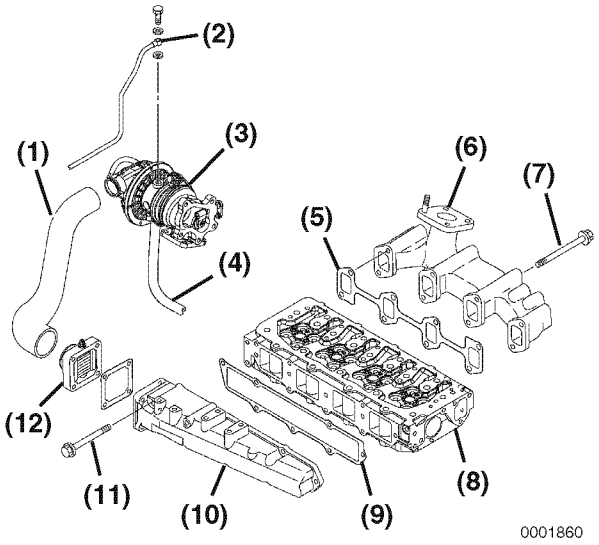

Figure 6-41
5. Remove the turbocharger-to-intake manifold hose **(Figure 6-41, (1))** (if equipped).
6. Disconnect the electrical wire from the intake air heater **(Figure 6-41, (12))**.
7. Remove the intake manifold bolts **(Figure 6-41, (11))**. Remove the intake manifold **(Figure 6-41, (10))**. Discard the intake manifold gasket **(Figure 6-41, (9))**.
8. Disconnect the turbocharger oil supply **(Figure 6-41, (2))** and the return lines **(Figure 6-41, (4))** (if equipped).
9. Remove the exhaust manifold bolts **(Figure 6-41, (7))**. Remove the exhaust manifold **(Figure 6-41, (6))** with the turbocharger attached. Discard the exhaust manifold gasket. **(Figure 6-41, (5))**.